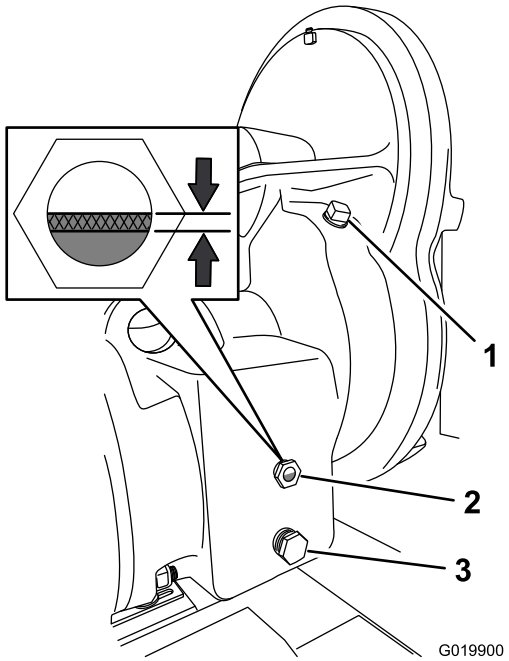

Figure 69
2. Sur le côté droit du carter d'engrenages, vérifiez le niveau d'huile par le viseur (Figure 69).
A. Retirez le bouchon de remplissage de l'orifice de remplissage dans le carter d'engrenages (Figure 69).
B. Versez lentement de l'huile spécifiée dans l'orifice de remplissage jusqu'à ce que le niveau d'huile se situe entre le 1/3 et la moitié du viseur (Figure 69).
E. Placez le bouchon dans l'orifice de remplissage du carter (Figure 69).
1. Placez un bac de vidange de 3 pintes sous le bouchon de vidange (Figure 69).
2. Retirez le bouchon de vidange de l'orifice de vidange, et vidangez complètement l'huile du carter d'engrenages (Figure 69).
3. Enlevez le bouchon de remplissage (Figure 69).
5. Remettez le bouchon de vidange dans l'orifice de vidange (Figure 69).
6. Versez lentement de l'huile spécifiée dans l'orifice de remplissage jusqu'à ce que le niveau d'huile se situe entre le 1/3 et la moitié du viseur (Figure 69).
7. Remettez le bouchon de remplissage dans l'orifice de remplissage (Figure 69).